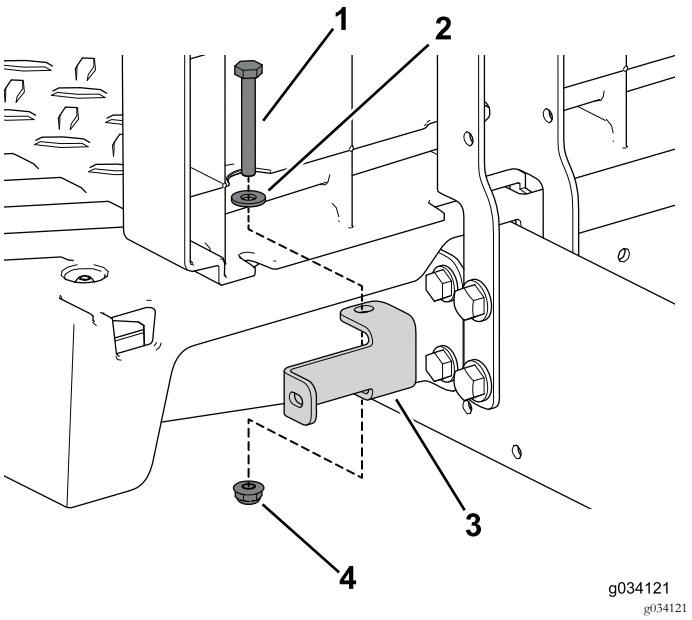

Рисунок 86
7. С помощью 2 болтов (1/4 x 2 дюйма), шайбы и контргайки прикрепите левый и правый кронштейны панели к автомобилю (Рисунок 86).
8. С помощью 4 самонарезающих винтов прикрепите левый боковой кожух к сиденью в сборе (Рисунок 86).